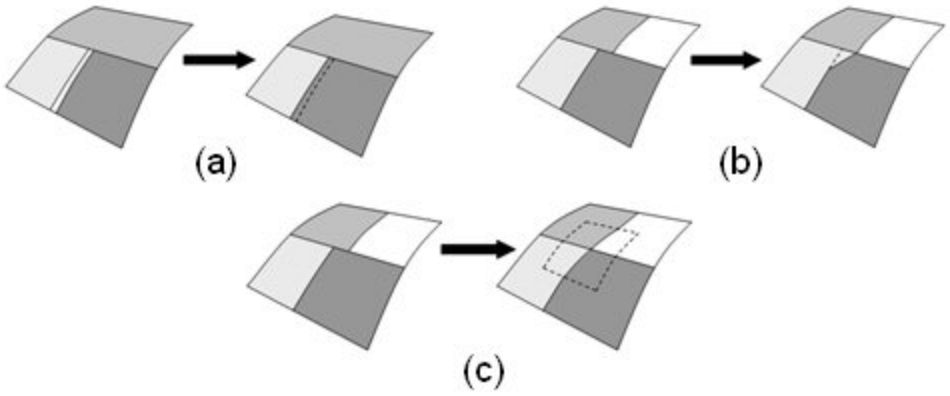

**Figure 1. Three operators used for removing small curves (a) composite; (b) collapse curve; (c) remove topology**
***Solutions:*** ITEM provides three different solutions for eliminating small curves from the model. The first solution uses a virtual operation to composite surfaces. Two surfaces near the small curve can often be composited together to eliminate the small curve as shown in Figure 1(a).
The second solution for eliminating small curves is the collapse curve operation. This operation combines partitioning and compositing of surfaces near the small curve to generate a topology that is similar to pinching the two ends of the curve together into a single point. The partitioning can be done either as a real or virtual operation. Figure 1(b) illustrates the collapse curve operation.
The third solution for eliminating small curves is the remove topology operation. This operation can be thought of as cutting out an area around the small curve and then reconstructing the surfaces and curves in the cut-out region so that the small curves no longer exist. (Clark, 07) provides a detailed description of the remove topology operation. This operation has more impact on the actual geometry of the model because it redefines surfaces and curves in the vicinity of a small curve. The reconstruction of curves and surfaces is done using real operations followed by composites to remove extra topology introduced during the operation. Figure 1(c) shows the results using the remove topology operation.